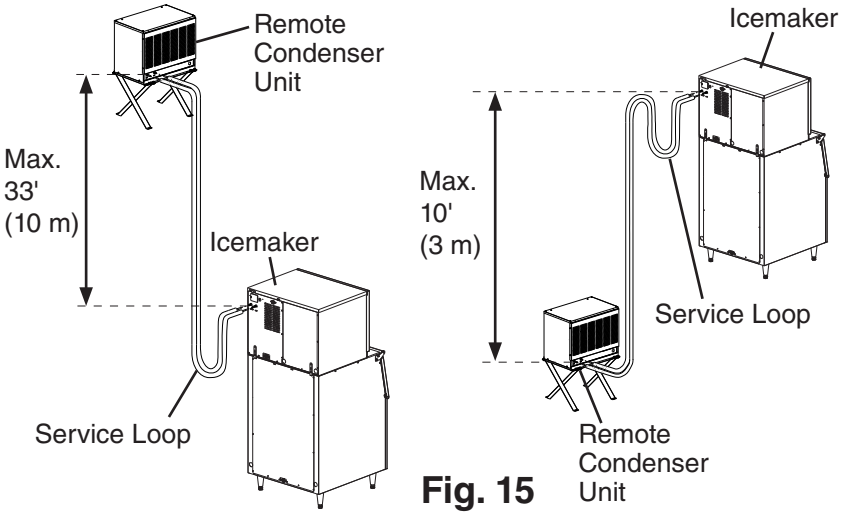

Fig. 15
- The maximum vertical distance between the remote condenser unit and the icemaker is 33 feet (10 m) above or 10 feet (3 m) below the icemaker. These distances are measured fitting to fitting. See Fig. 15.
1) Route the factory line set or appropriate size copper tubing. When field fabricating, insulate the copper tubes separately. Leave a service loop behind the icemaker to allow the icemaker to be pulled out for service. See Fig. 15.